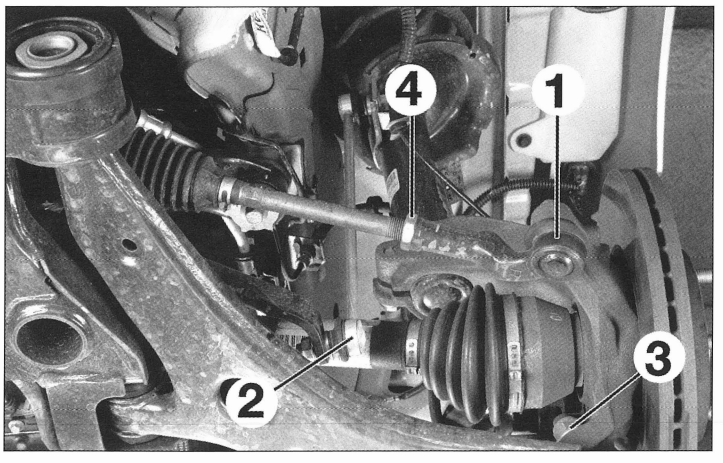

FIG. 10
- las tuercas de rótula (1) de dirección en la mangueta y separarla (fig. 10).
- las tuercas inferiores de barra estabilizadora (2) y separarla.
- las tuercas de brazos inferiores de suspensión en la mangueta (3) y separarlos (mantener la rótula con una llave hexagonal macho de 5 mm).
• Aflojar la contratuerca (4) y la tuerca de fijación (1) de la bieleta de dirección **(fig. 10)**.